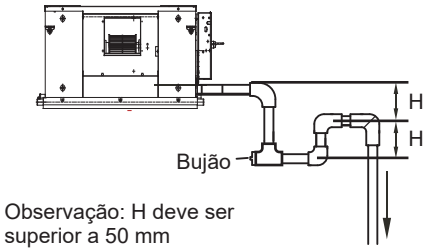

Figura 19. Esquema do cotovelo de armazenamento de água
(1) Para um duto de descarga de água conectado à bandeja de drenagem principal na unidade interna, a tubulação de descarga de água deve incluir um cotovelo de armazenamento de água para impedir que a pressão de carga acumule causando drenagem de água insuficiente, vazamentos de água ou que a água seja descarregada pelo duto de saída de ar quando a unidade interna estiver em funcionamento.
(2) Em um cenário em que a unidade interna funciona continuamente por longos períodos (48 horas ou mais), em operação contínua ou onde a umidade relativa do ar é de 85% ou mais, conecte a tubulação de descarga de água da bandeja de drenagem secundária à tubulação de descarga de água principal e, depois, instale o cotovelo de armazenamento de água. Instale o cotovelo de armazenamento de água como mostrado na Figura 19. Instale de modo que seja fácil limpá-lo.